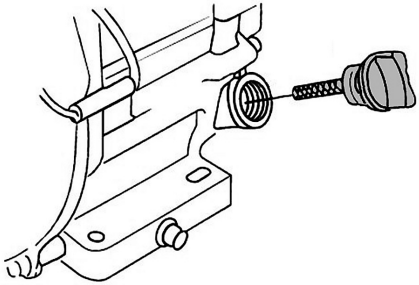

Рис. 16 Крышка-щуп маслозаливной горловины
2. Открутите крышку-щуп маслозаливной горловины и извлеките щуп (Рис. 16).
2. Выкрутите крышку-щуп маслозаливной горловины и извлеките щуп (Рис. 16).